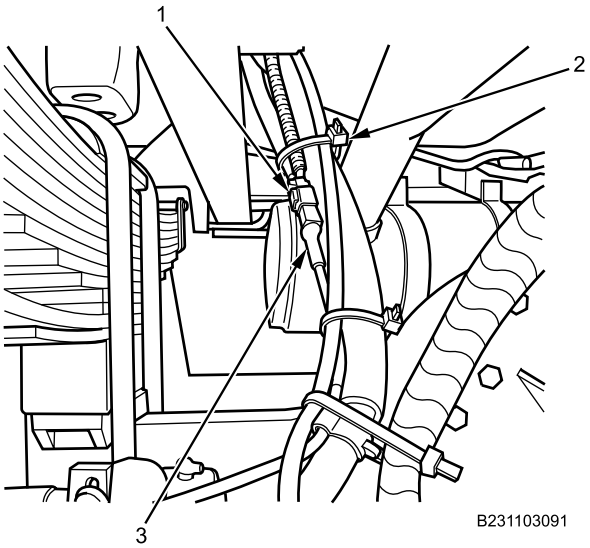

Figure 2. Electrical Connector.
2. Remove and discard cable lock straps (Figure 2, Item 2) as needed.
3. Disconnect electrical connector (Figure 2, Item 3) from wiring harness (Figure 2, Item 1).